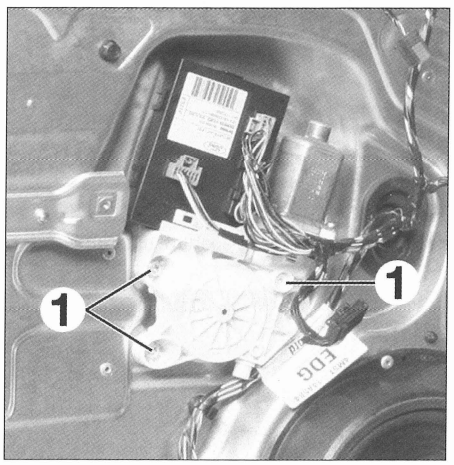

FIG. 61
• Desmontar los tres tornillos (1) **(fig. 61)** del motor de elevalunas.